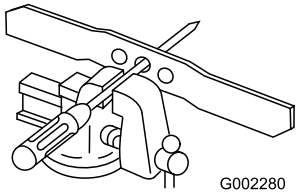

Figur 36
1. Kontrollera knivens balans genom att lägga den med det mittersta hålet över en spik eller en skruvmejsel som fästs horisontellt i ett skruvstäd (Figur 36).